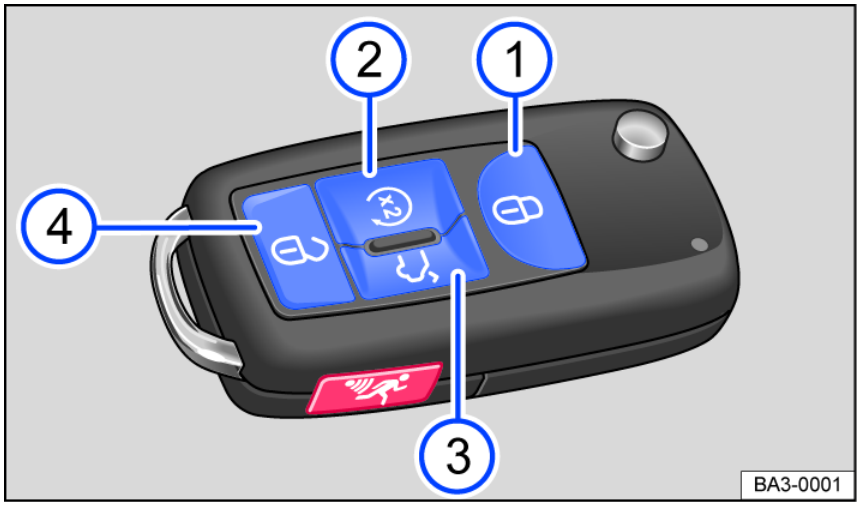

Fig. 88 Vehicle key with remote start relay function
(1) Press the key *fig. 88* **once**. All turn signals will flash
(2) Press the key *fig. 88* **twice** in a row. All turn signals will flash. During remote start, the parking light turns on.